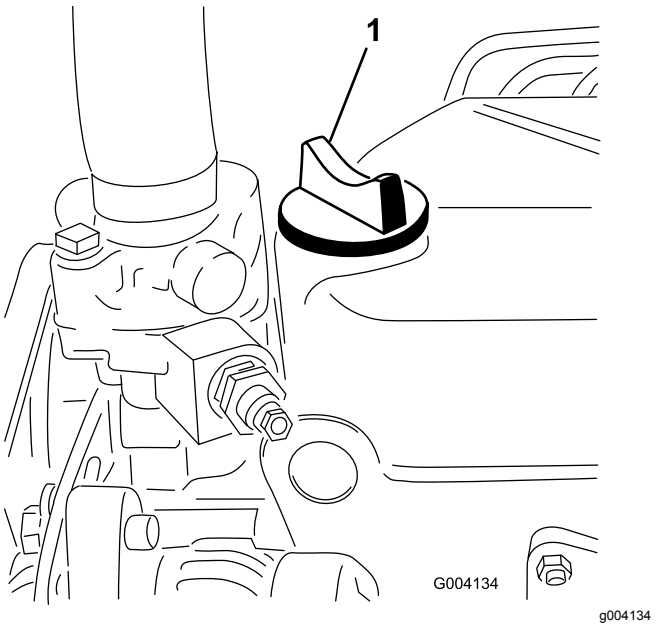

Рисунок 45
5. Если уровень масла ниже метки Full (Полный), снимите крышку заливной горловины (Рисунок 45) и долейте масло до отметки Full (Полный) на щупе.